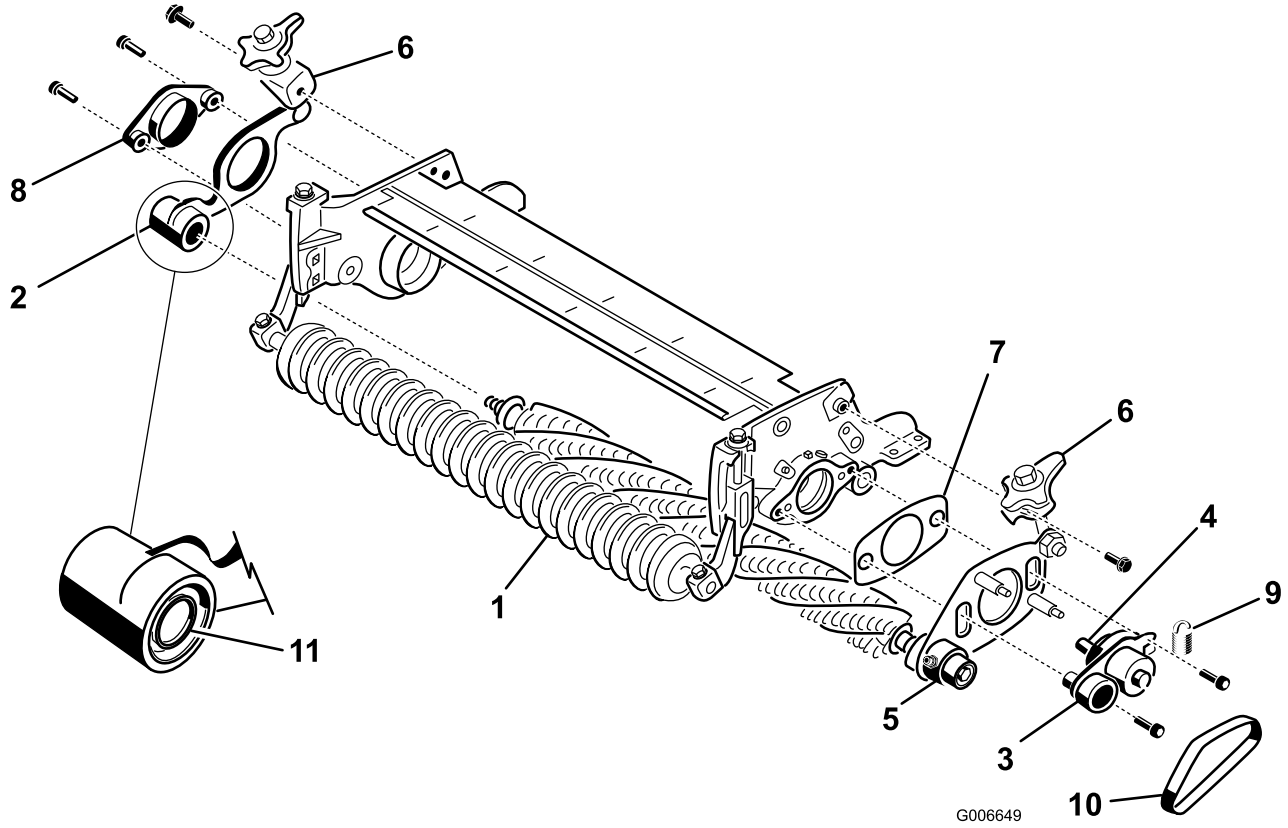

Figura 24
21. No lado **sem transmissão** do conjunto de vassouras, deslize a placa da vassoura para fora do conjunto dos eixos da mesma (Figura 24).
23. No lado de transmissão da unidade de corte, monte o encaixe de eixo, a placa lateral do rastelo e o calço na placa lateral da unidade de corte, com parafusos de cabeça flangeada, de (2) 3/8 x 1 polegadas (Figura 24). Antes da instalação, aplique Loctite azul nas roscas dos parafusos.
24. Instale a placa sem transmissão do rastelo no eixo da mesma (Figura 24). Seja cuidadoso para não retirar a mola do vedante.
25. Fixe o encaixe do eixo sem transmissão à placa lateral da unidade de corte, com (2) parafusos de 3/8 x 1 pol. (Figura 24). Antes da instalação, aplique Loctite azul nas roscas dos parafusos.
27. Monte os conjuntos das alavancas de libertação rápida nas placas laterais, com porcas de cabeça flangeada de 3/8 x 3/4 pol. (Figura 24).
28. Instale a correia do rastelo nas polias (Figura 24). Certifique-se de que as saliências da correia assentam devidamente nas ranhuras de cada polia.